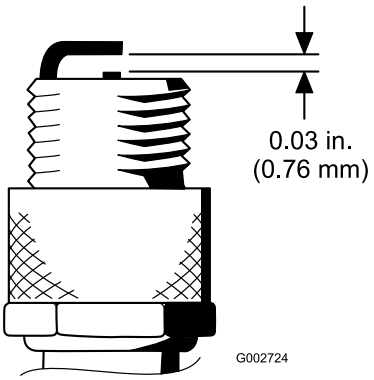

Figur 45
4. Indstil gnistgabet mellem midten og siden af elektroderne til 0,76 mm (Figur 45).